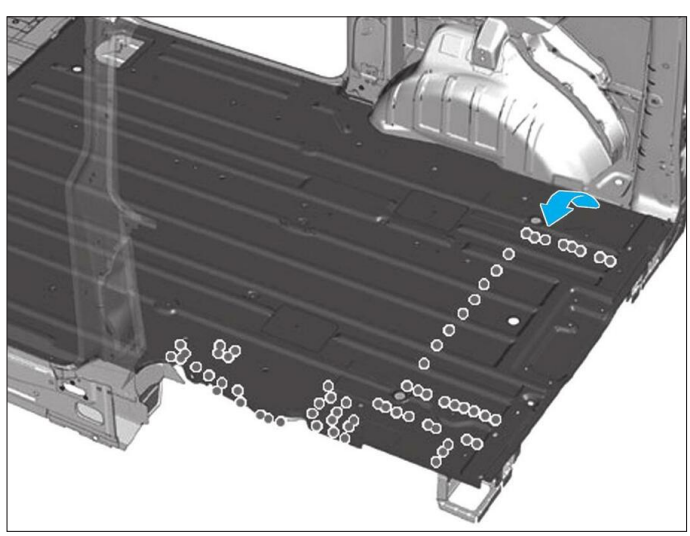

**FIG. 95**
• Souder par points électriques **(Fig.95)**.